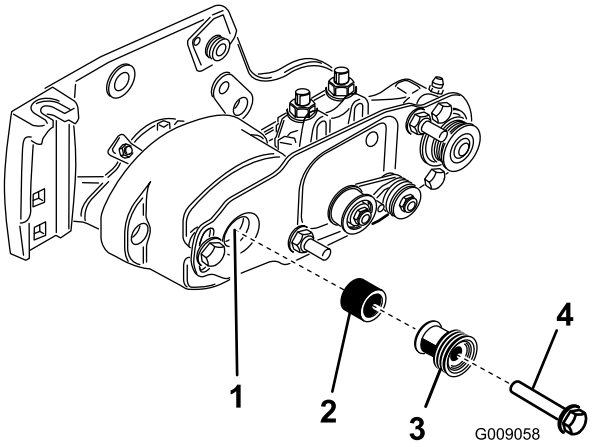

Рисунок 15
19. Вставьте проставку в вал в корпусе подшипника (Рисунок 15).
20. Вставьте ведущий шкив в проставку и на ведущий вал (Рисунок 15). Убедитесь в том, что выступы шкива находятся в пазу приводного вала.
21. Прикрепите шкив и проставку к ведущему валу с помощью болта с фланцевой головкой (3/8 x 2 дюйма) (Рисунок 15).